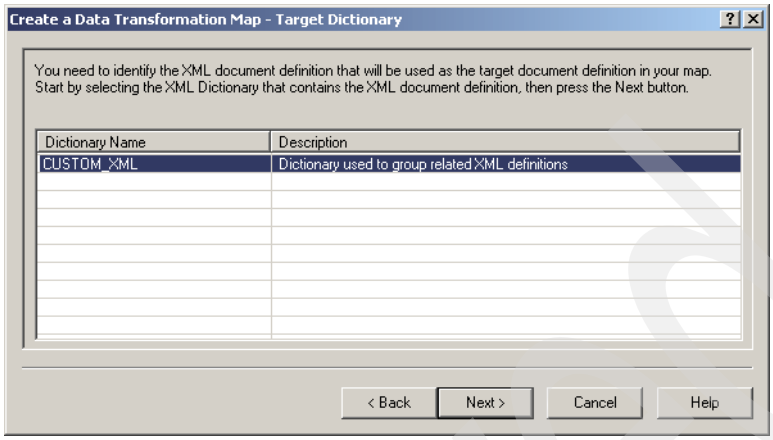

Figure 15-23 Select target dictionary
14. Select **CUSTOM_XML** and click **Next** (Figure 15-23).